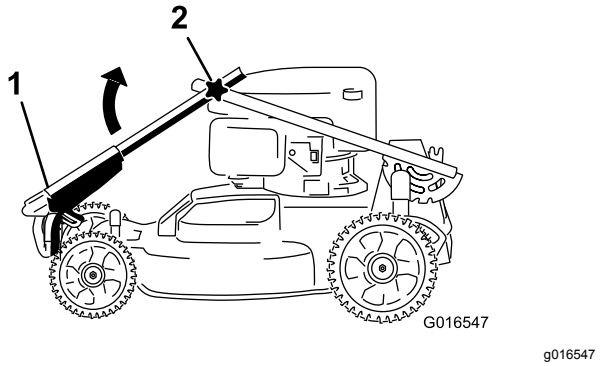
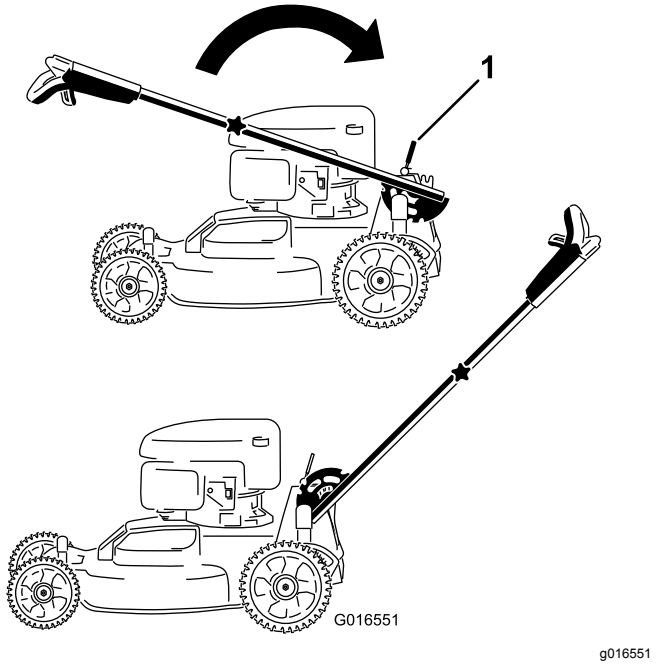

Bild 3
Bild 4
1. Drehen Sie den oberen Holm so, dass er in den unteren Holm eingesteckt ist (Bild 3); ziehen Sie die beiden Handräder an, um den oberen Holm zu arretieren (Bild 4).
2. Lösen Sie den Holmarretierhebel (Bild 4).
3. Ziehen Sie den Holm nach hinten und arretieren ihn (Bild 4).